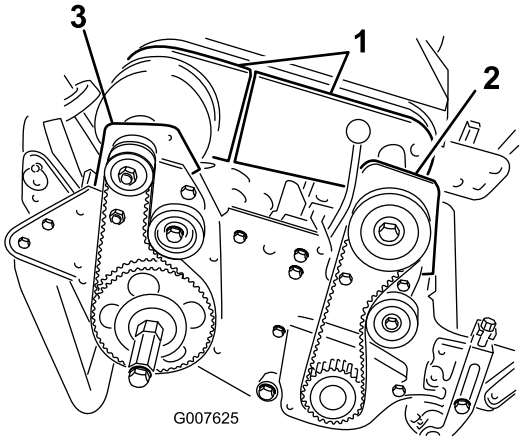

Rysunek 42
4. Usuń śruby mocujące przednie i tylne sekcje pokrywy mechanizmu różnicowego do obudowy mechanizmu różnicowego i rozsuń sekcje pokrywy, aby odsłonić pasek (Rysunek 42).
6. Zdemontuj 2 śruby i przeciwnakrętki mocujące obudowę przedniego sprzęgła do płyty bocznej (Rysunek 42).
8. Usuń 2 śruby i przeciwnakrętki mocujące obudowę tylnego prawego łożyska do płyty bocznej (Rysunek 42).